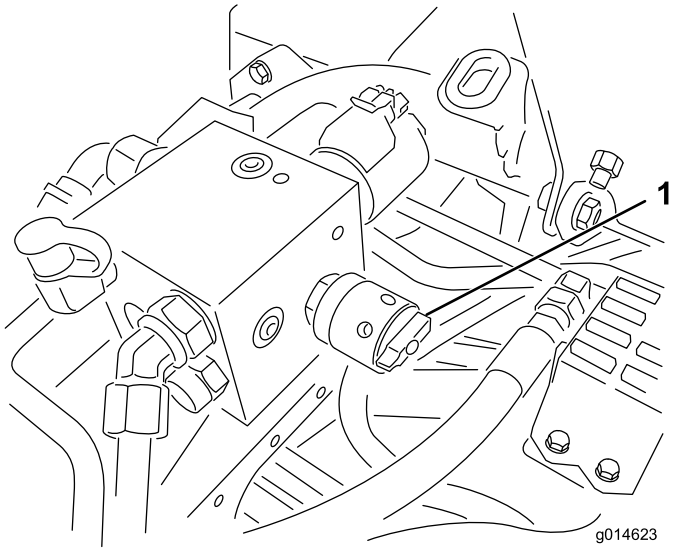

Figur 53
6. Drej hastighedsregulatoren til knivcylindre til indstillingen 1 (Figur 53).